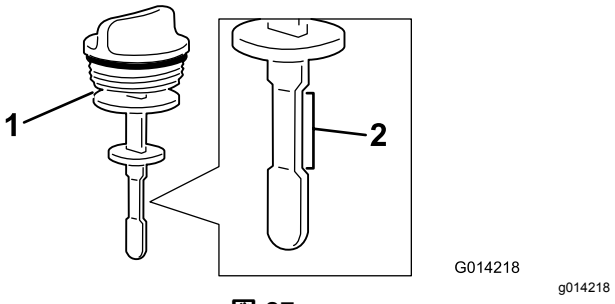

図 87
4. ディップスティックを引き抜いて油量を点検する図 87。